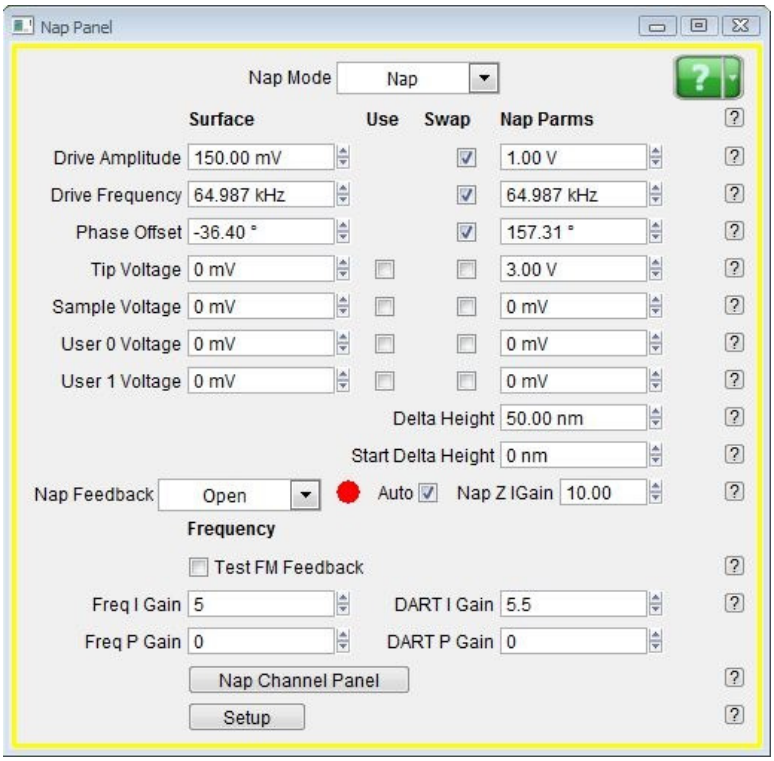

Figure 11.3.: Nap Panel configured for SKPM scan. The values in the paramers may vary depending on your tip and sample.
14. Select *Drive Amplitude*, *Drive Frequency*, and *Phase Offset* under the **Swap** column. See Figure 11.3 on page 143
17. Open **Nap Channel Panel**(*AFM Controls* ▷ *Nap Chanel Panel*) or click the **Nap Channel Panel** button at the top-left of the **Nap Panel**. See Figure 11.3 on page 143